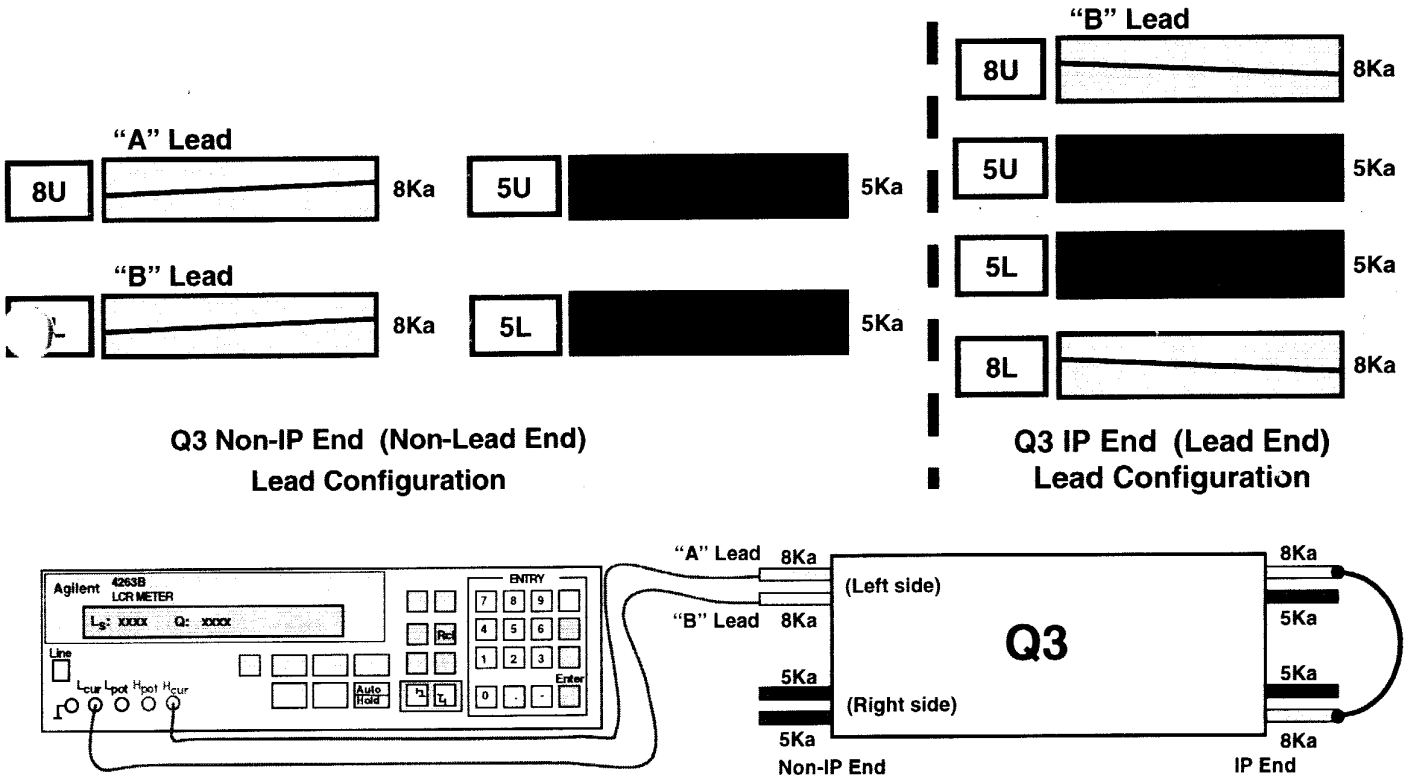

Figure 26.0-B
6. Connect H_{cur} to "A" power lead as shown in figure 26.0-B
7. Connect L_{cur} to "B" power lead as shown in figure 26.0-B.